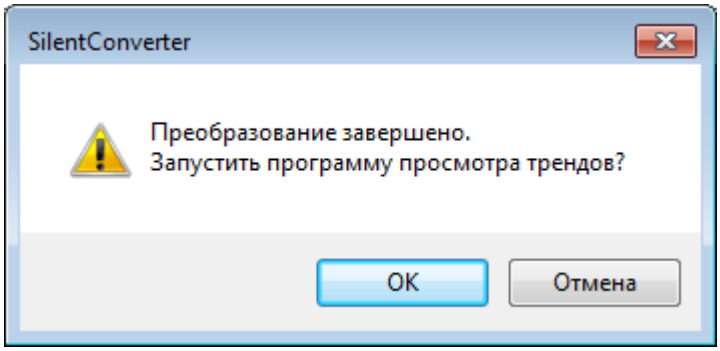

Рис. 3.4 Окно с предложением запуска «ZETTrends»
6. По окончанию преобразования файлов появится окно (Рис. 3.4) с предложением запуска программы «ZETTrends» для просмотра записанных сигналов.